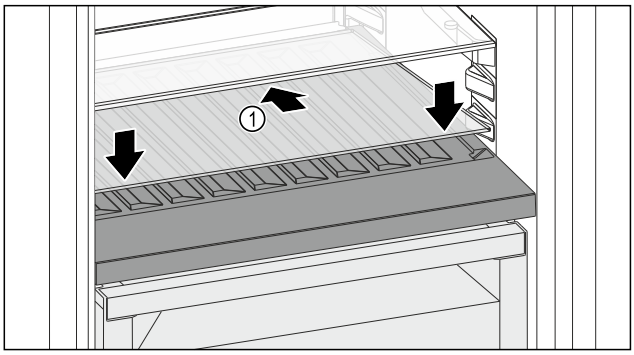

Fig. 211
▶ Așezați placa de sticlă *Fig. 211 (1)* oblic și spre spate înclinată în jos.
▶ Coborâți în față placa de sticlă *Fig. 211 (1)*.